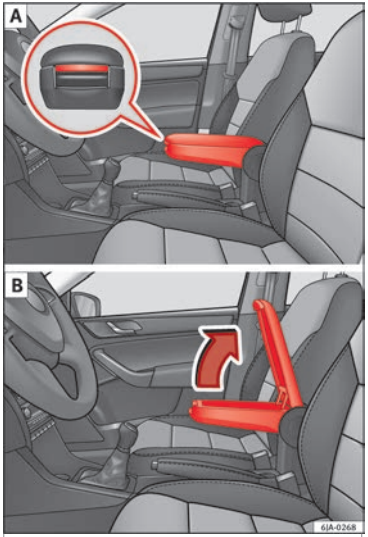

Fig. 144 Armrest/Opening and closing the storage compartment.
– Press the button located on the front of the armrest ››› **Fig. 144** - A.
– Lift the storage compartment lid ››› **Fig. 144** - B.